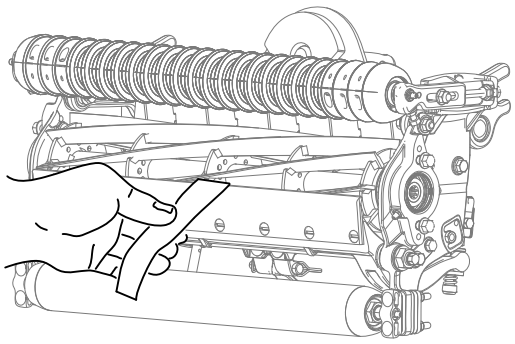

Figura 20
2. Pruebe el rendimiento de corte insertando una tira larga de papel de prueba del rendimiento de corte (Pieza Toro 125-5610) entre el molinete y la contracuchilla, perpendicular a la contracuchilla (Figura 20). Gire el molinete lentamente hacia adelante; debe cortar el papel.